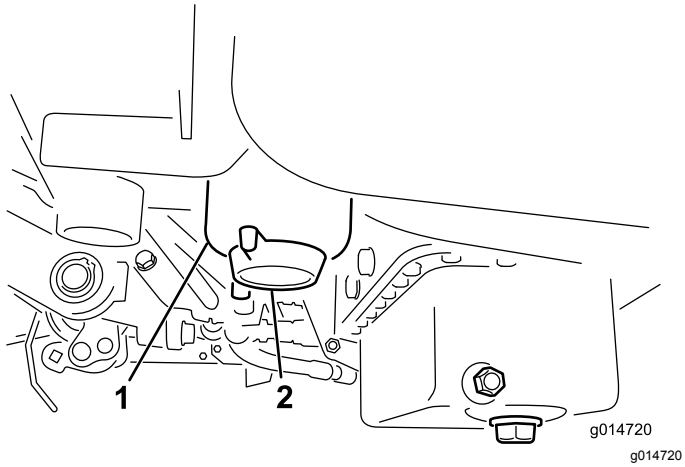

Figur 45
2. Rengør området, hvor filterskålen monteres (Figur 45).
4. Åbn filteraftapningsventilen (Figur 45).